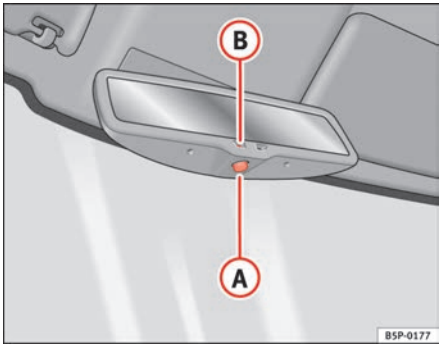

Fig. 89 Automatic anti-dazzle interior mirror.
– Press button (A) ⇒ fig. 89. Warning lamp (B) goes out.
– Press button (A) ⇒ fig. 89. Warning lamp is lit.